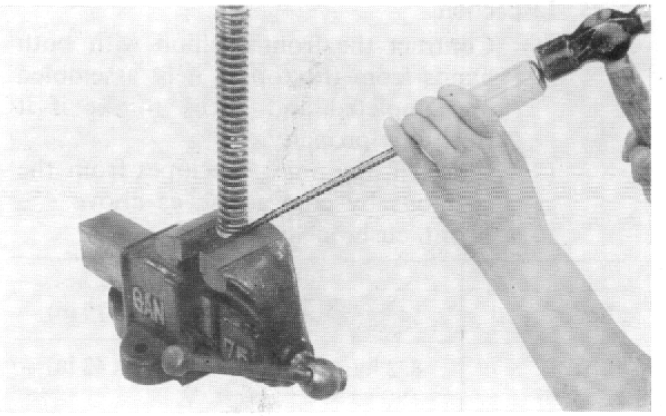

Fig. 65
(4) Fix the cushion upper holder with a vise as shown in Fig. 65 and hit the end of the cushion spring with a steel hammer through a driver in order to remove the spring from the upper holder. Excessive care should be taken not to damage the upper holder because it is made of aluminum alloy.